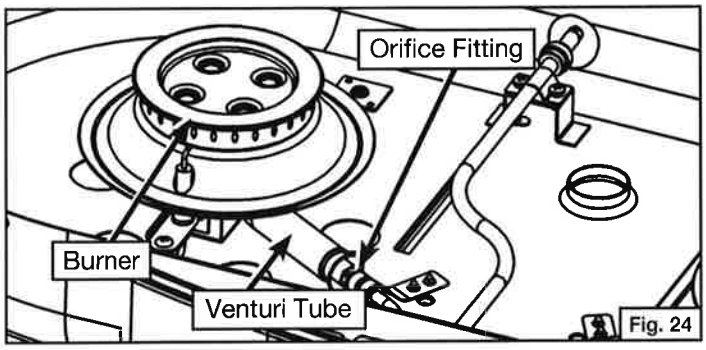

Fig. 24
- Proper location of the burner with respect to the orifice is important. To verify the proper installation of the venturi tube, use a screwdriver to remove the grill top. The venturi tube must be located over the orifice fitting. See Fig. 24 (grill top not shown).